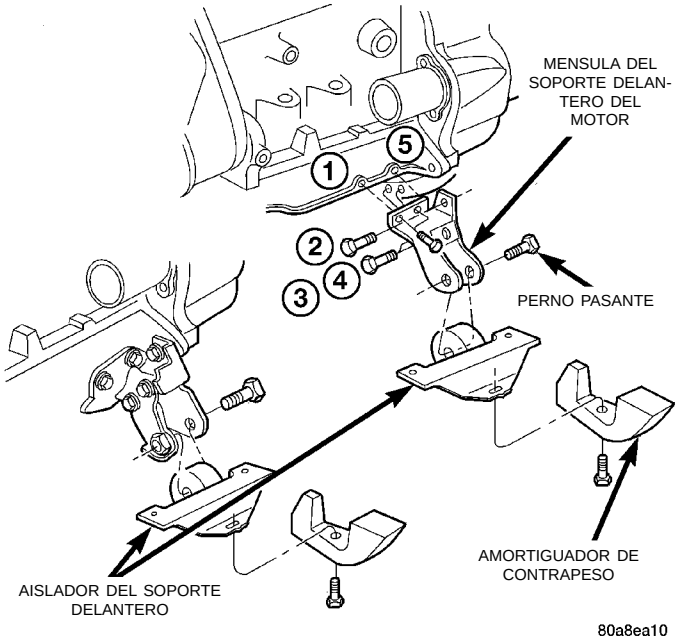

Fig. 13 Soporte del motor—Delantero
(1) Eleve el vehículo sobre un elevador.
(2) Sujete el conjunto del motor y la transmisión con un gato de suelo de modo que no gire.
(3) Retire el perno pasante del soporte delantero del motor del aislador y de la ménsula del soporte delantero del motor (Fig. 13).
(4) Retire el amortiguador de contrapeso. Retire las tuercas del soporte delantero y desmonte el conjunto del aislador.
(5) Retire la ménsula del soporte delantero del motor, si fuese necesario.
(6) Para la instalación, invierta el procedimiento de desmontaje y ajuste los dispositivos de fijación en este orden.
a. Si se retiró la ménsula del soporte del motor, ajuste el perno 1 con una torsión de 3 N·m (20 libras pulgada) y los pernos 2, 3 y 4 a 108 N·m (80 libras pie) (Fig. 13).